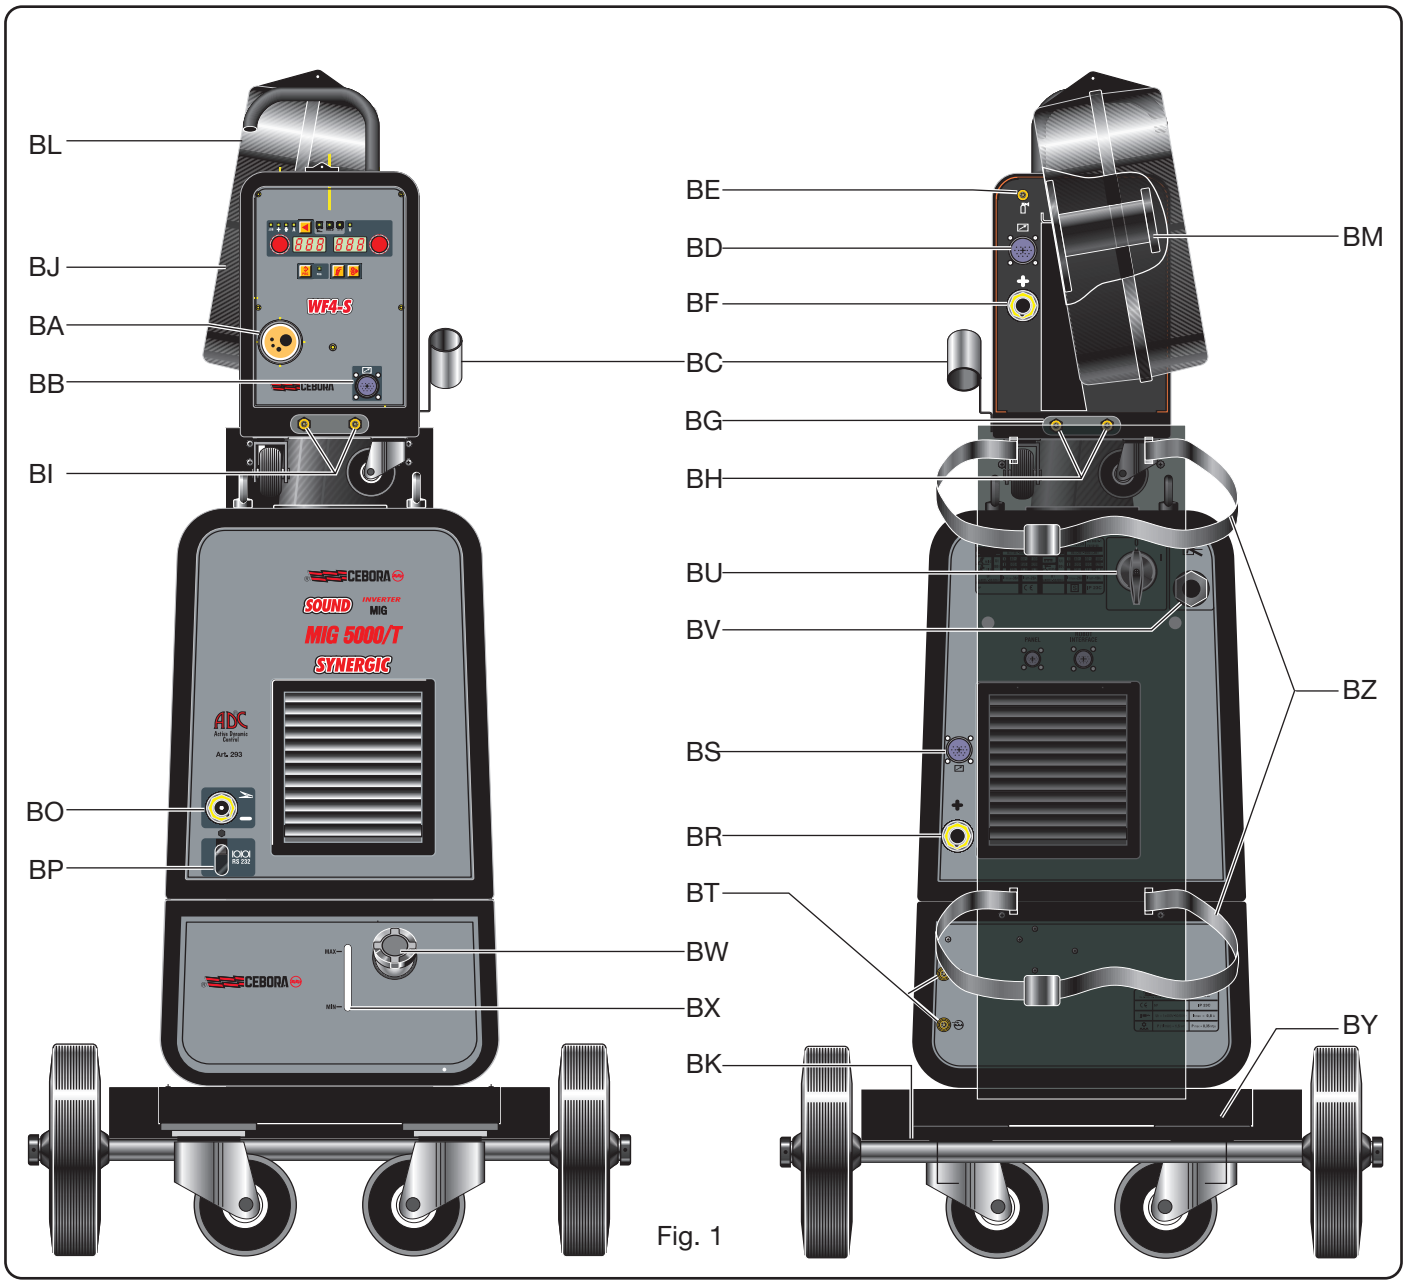

Fig. 1
2.1.2 Beskrivelse af strømkilden (Fig. 1)
2.2.1 Beskrivelse af boksen (Fig. 1)
2.3.3 BESKRIVELSE AF KØLEVÆSKEANLÆGGET (Fig. 1)
2.4 TRANSPORTVOGN (Fig. 1)